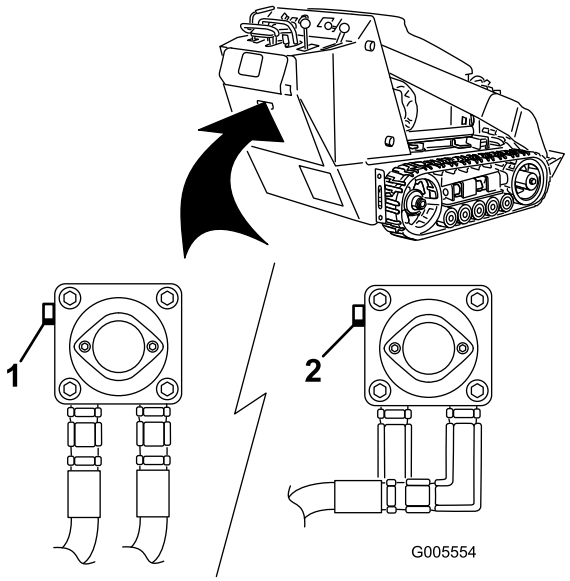

**Figuur 18**
3. Gebruik een steeksleutel om de sleepkleppen op de hydraulische pompen tweemaal linksom te draaien (Figuur 18).